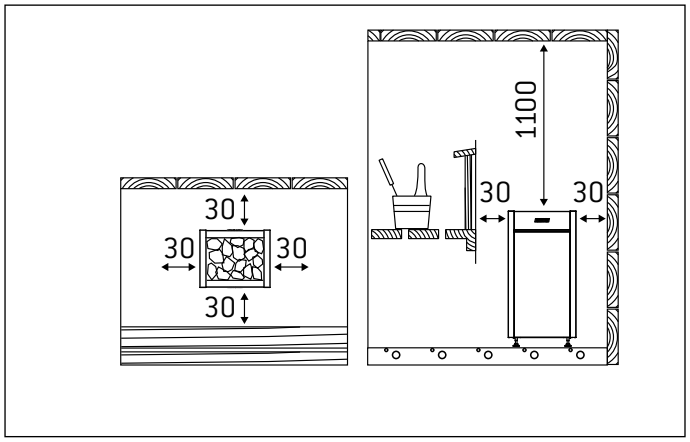

Рисунок 4. Расстояния безопасности (все размеры приведены в миллиметрах)
- При расположении каменки выполняются условия минимальных расстояний, изображенных на рис. 4 и указанных в таблице 2.
Минимальные безопасные расстояния показаны на рис. 4. **При установке каменки обязательно соблюдение указанных значений. Несоблюдение указанных значений влечет за собой риск возгорания.**
При установке вокруг каменки защитного ограждения должны соблюдаться минимальные безопасные расстояния, приведенные на рис. 4 либо в инструкции по установке ограждения.